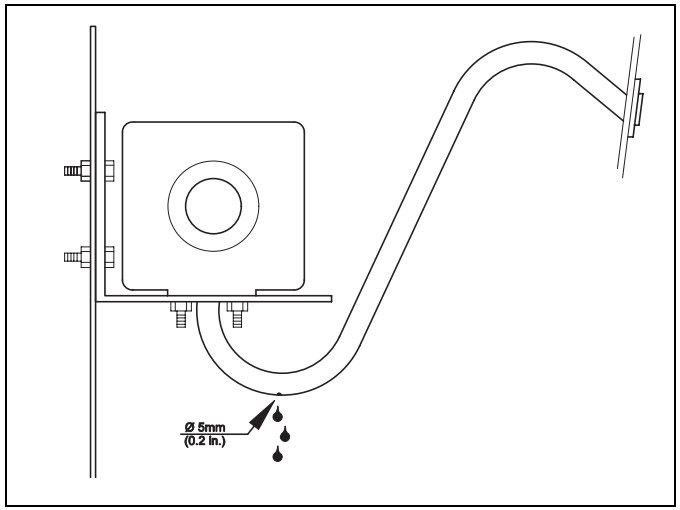

Bild 13: Brennluftansaugung von außen über eine Bordwanddurchführung.
- Fallende Verlegung vom Heizgerät aus oder an tiefster Stelle Kondensatöffnung ø 5 mm bohren bzw. separaten Kondensatablauf verwenden, siehe Bild 13.